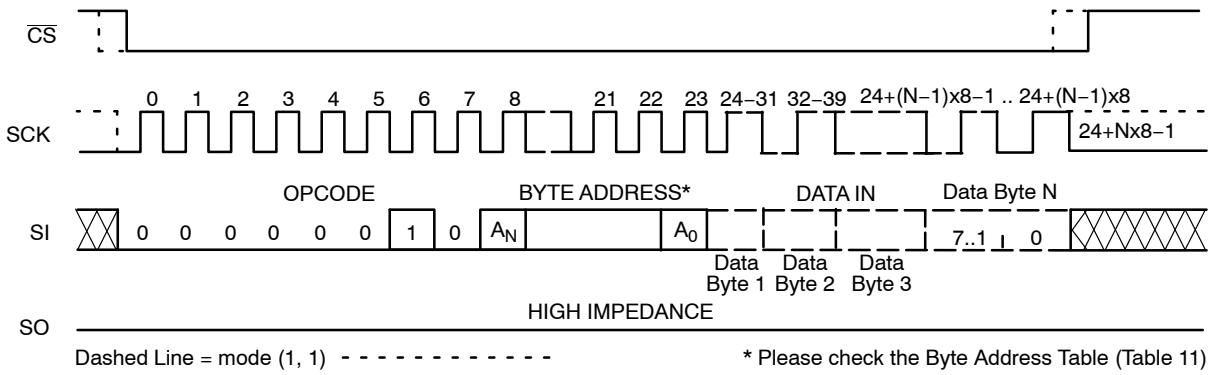

Figure 6. Page WRITE Timing
After sending the first data byte to the CAV25128, the host may continue sending data, up to a total of 64 bytes, according to timing shown in Figure 6. After each data byte, the lower order address bits are automatically incremented, while the higher order address bits (page address) remain unchanged. If during this process the end of page is exceeded, then loading will "roll over" to the first byte in the page, thus possibly overwriting previously loaded data. Following completion of the write cycle, the CAV25128 is automatically returned to the write disable state.
The additional 64−byte Identification Page (IP) can be written with user data using the same Write commands sequence as used for Page Write to the main memory array (Figure 6). ***The IPL bit from the Status Register must be set (IPL = 1) using the WRSR instruction, before attempting to write to the IP.***